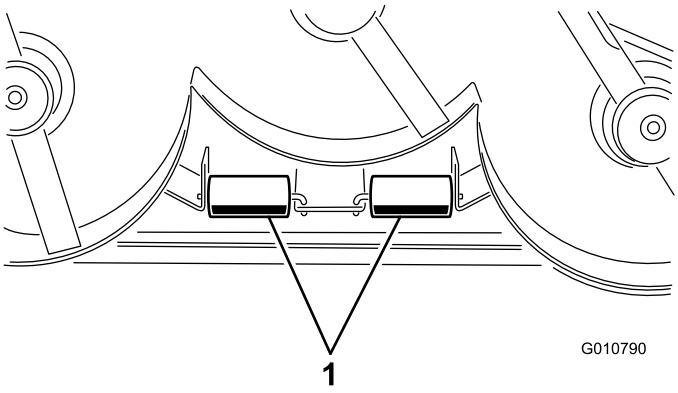

Figur 12
1. Ta bort saxsprintarna som fäster valsaxlarna till fästena på däckets undersida (Figur 12).